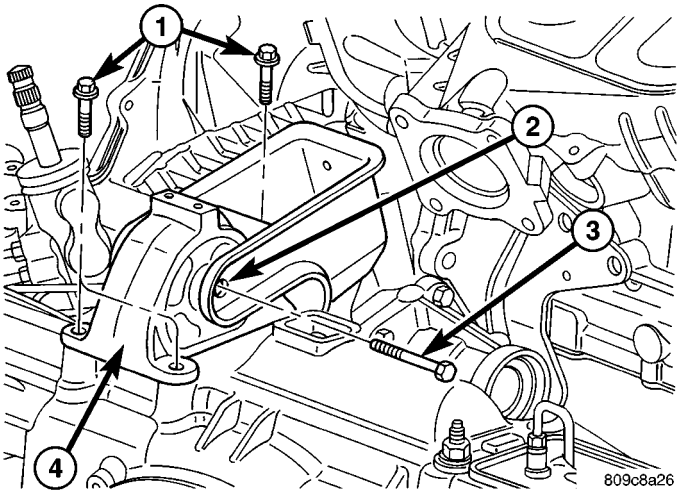

Fig. 83 Rear Mount
(3) Remove the through bolt from the mount and rear mount bracket (Fig. 83).
(4) Remove the mount bolts (Fig. 83).
(5) Remove the rear mount (Fig. 83).
(2) Install the rear mount and bolts (Fig. 83). Tighten bolts to 54 N·m (40 ft. lbs.).
(3) Install the mount through bolt to the mount and bracket (Fig. 83). Tighten through bolt to 54 N·m (40 ft. lbs.).